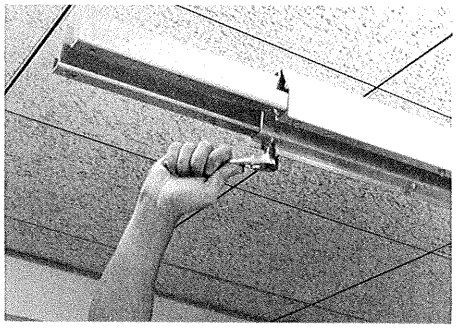

FIG. 4
5. Slide a lockwasher and washer onto a hex bolt and insert the bolt up through the track and engage it into the "J" channel. Repeat this operation for the remaining holes at the end of the tracks. Tighten all bolts securely (Fig. 4).